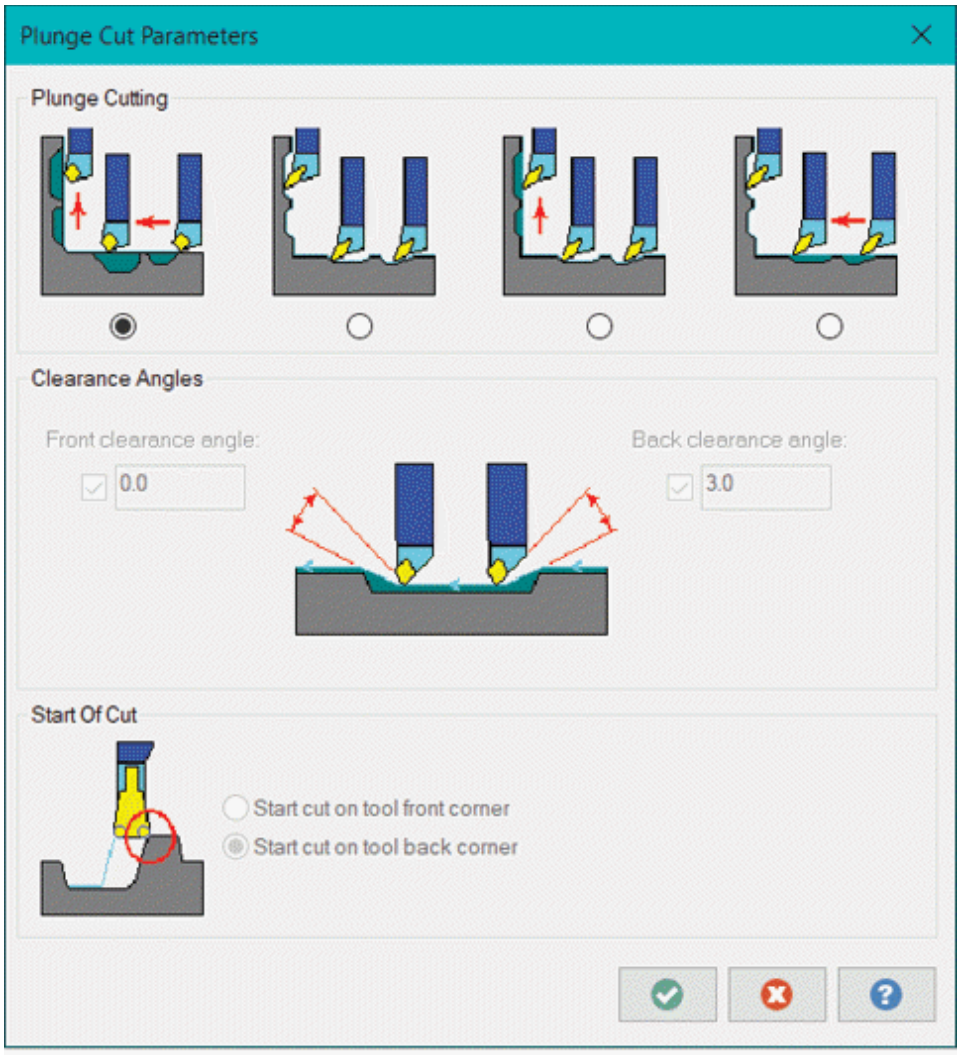

Figure-48. Plunge Cut Parameters dialog box
- Click on the **Plunge Parameters** button from the dialog box. The **Plunge Cut Parameters** dialog box will be displayed as shown in Figure-48.